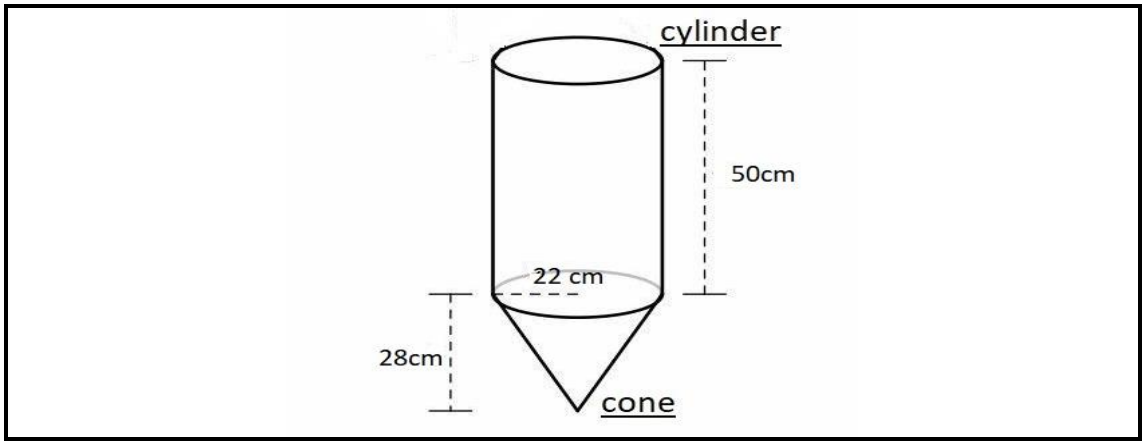

FIGUUR 2
2.2 Die silo in FIGUUR 2 hier onder word deur ‘n boer gebruik om pluimvee te voer en die volume van die silindriese vorm is bekend. As ‘n Vlak 4-student, gebruik die data hier onder om die boer te help om die volume van die oorblywende keëlvormige houer uit te werk sodat die korrekte hoeveelheid voer verkry kan word.